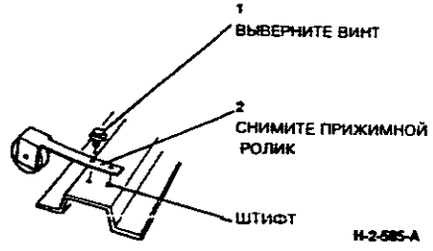

**Рисунок 3. Снятие прижимных роликов (одинаково для всех роликов)**
3. (Рисунок 3) Снимите прижимные ролики.
*ПРИМЕЧАНИЕ: (Рисунок 3) Данная операция выполняется одинаково для всех роликов, независимо от их положения и ориентации.*
3. (Рисунок 3) Проверьте, что установочный штифт зашел в отверстие на прижимном ролике.